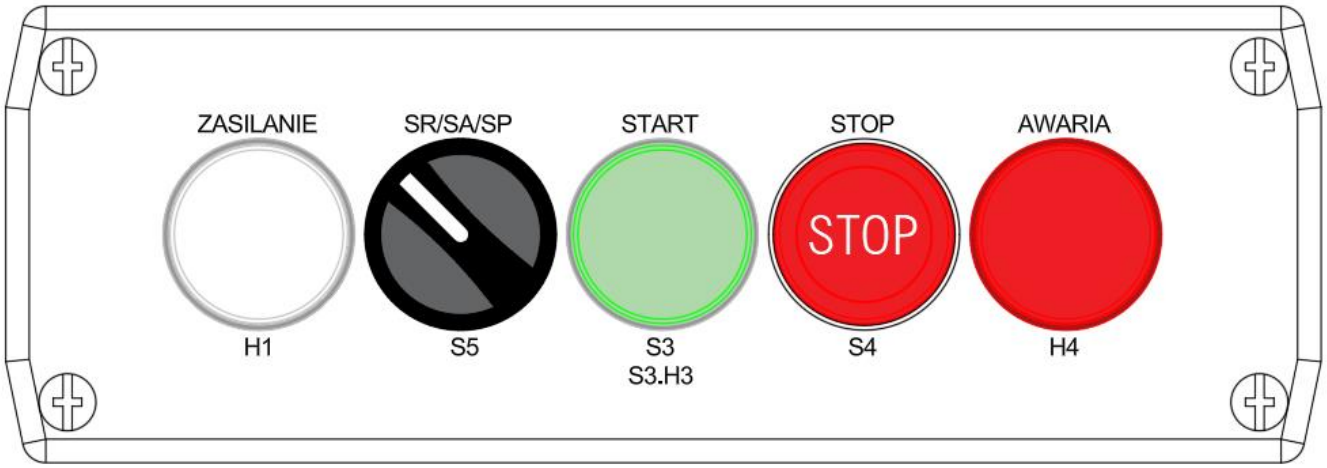

Rysunek 8-2 Wygląd panelu sterującego A1.2
W **trybie działania ręcznego**, kierowca podjeżdżający autem do urządzenia musi samodzielnie uruchomić urządzenie. Uruchomienie urządzenia w trybie ręcznym inicjowane jest przez naciśnięcie zielonego przycisku **S3 START** na panelu sterującym **A1.2** – patrz **Rysunek 8-2 na str. 38**. Urządzenie można wyłączyć przyciskiem **S4 STOP** lub poczekać na samoczynne wyłączenie.
a. Na panelu sterującym **A1.2** (**Rysunek 8-2 na str. 38**) zaświeci się lampka biała **H1** informująca o poprawnym napięciu zasilania i zachowaniu poprawnej kolejności faz.
A. Wciśnij przycisk **S3 „START”** znajdujący się na panelu sterującym **A1.2** (**Rysunek 8-2 na str. 38**).
A. Wciśnij przycisk **S4 „STOP”** znajdujący się na panelu sterującym **A1.2** (**Rysunek 8-2 na str. 38**).
a. Lampka biała **H1** na panelu sterującym **A1.2** zgaśnie – patrz **Rysunek 8-2 na str. 38**.
W przypadku **zadziałania wyłącznika Q1M** lub **Q2M** albo wykrycia przez przekaźniki rezystancyjne **PTC nadmiernego nagrzewania się uzwojeń silników**, automatyka odłączy obwód zasilania silników, a alarm zostanie zasygnalizowany przez stałe świecenie lampki **H4** na panelu sterującym **A1.2** (**Rysunek 8-2 na str. 38**). Po wystąpieniu tego alarmu należy sprawdzić stan silników pod względem elektrycznym i mechanicznym.
a. Lampka zielona **S3.H3** na panelu sterującym **A1.2** zgaśnie – patrz **Rysunek 8-2 na str. 38**.